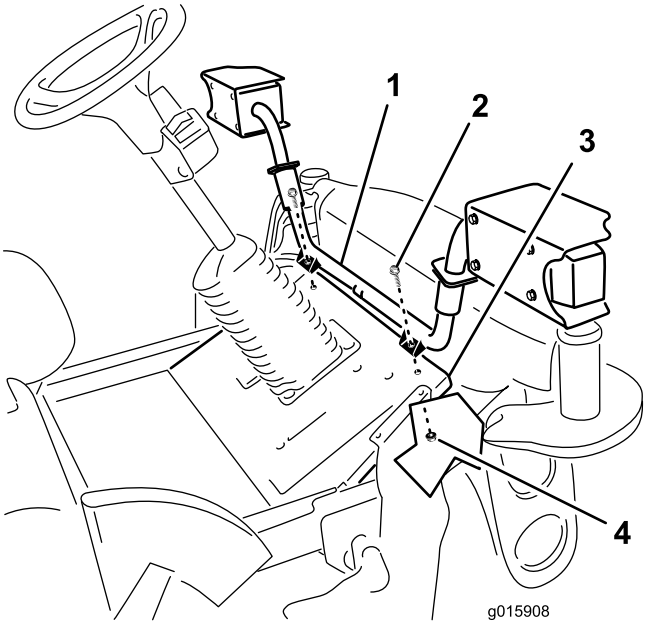

Figuur 6
Bevestig de steun van de koplamp op het platform met (2) 3/8 x 1–1/2 inch flenskopschroeven en 3/8 inch flensmoeren zoals in Figuur 6.